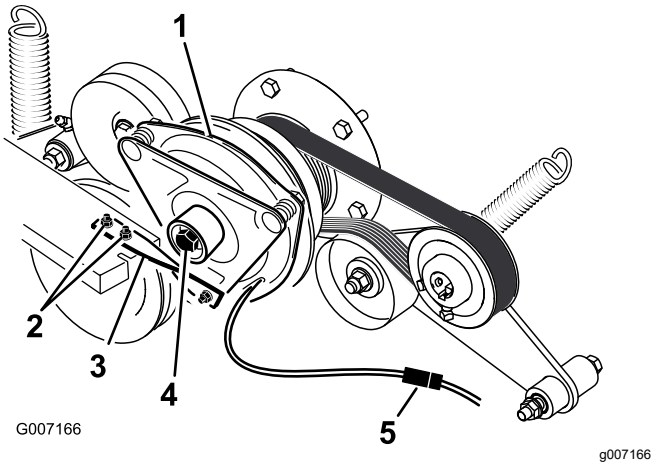

Rysunek 77
6. Odłącz złącze elektryczne sprzęgła (Rysunek 77).
7. Odkręć 2 śruby mocujące gumowy pasek sprzęgła do ramy kosiarki (Rysunek 77).
8. Odkręć śrubę środkową mocującą sprzęgło do wału silnika, a następnie wyjmij sprzęgło i klucz (Rysunek 77).
15. Trzymając wał korbowy z tyłu maszyny, zamontuj śrubę środkową i dokręć ją momentem 68 N-m (Rysunek 77).
16. Zamocuj gumowy pasek sprzęgła do ramy kosiarki za pomocą 2 wcześniej odkręconych śrub i nakrętek (Rysunek 77).
18. Podłącz złącze elektryczne sprzęgła (Rysunek 77).